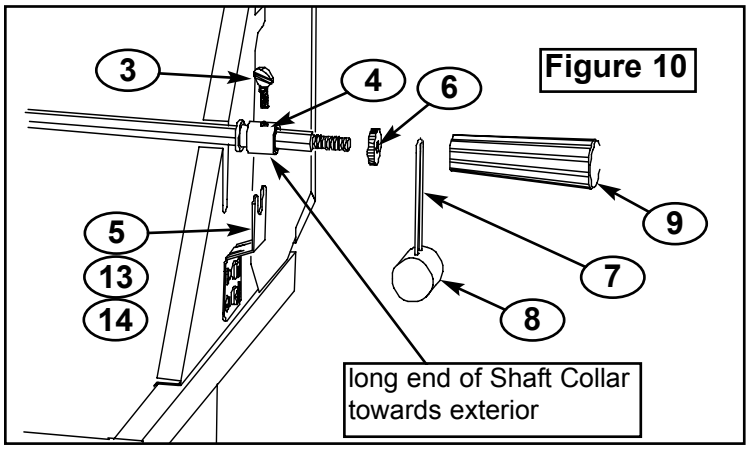

Figure 10
3. Assemble Key Washer **(10)**, Counterbalance **(11)** and Handle **(12)** to Spit Rod **(6)** as shown in **Figure 10.** Slide Shaft Collar **(8)** onto Spit Rod with long end towards handle.
5. Attach Shaft Support Bracket **(5)** to opposite side and secure with two screws **(13)** and Kep Nuts **(14)** (**Fig.10)**.
6. Place assembly into barbecue making sure Spit Rod is inserted into Motor and groove on Shaft Collar **(8)** rests in slot on Support Bracket **(5)** (**Figure 10**). Make sure long end of collar sticks out of the barbecue. Secure position and tighten Thumbscrew **(9)**.